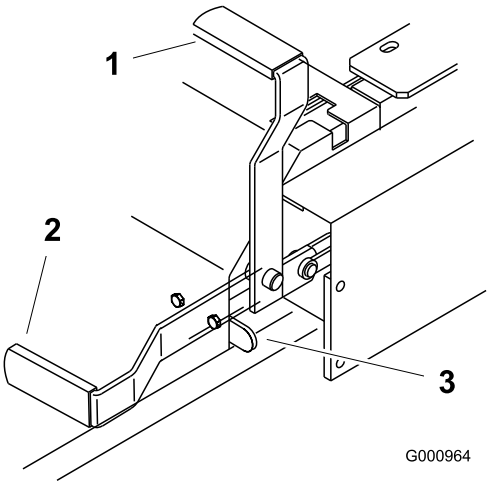

**Figur 12**
2. Trekk parkeringsbremsespaken tilbake og opp for å sette på parkeringsbremsen (Figur 12). Parkeringsbremsespaken skal stå godt fast i TILKOBLET stilling.
Skyv parkeringsbremsespaken fremover og ned for å frigjøre parkeringsbremsen (Figur 12). Parkeringsbremsen deaktiveres og spaken hviler mot bremsestopperen.